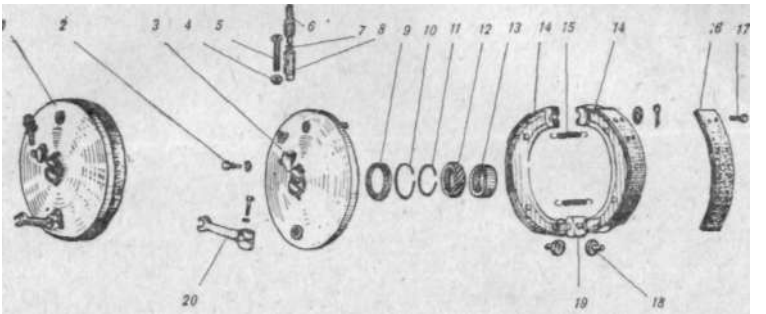
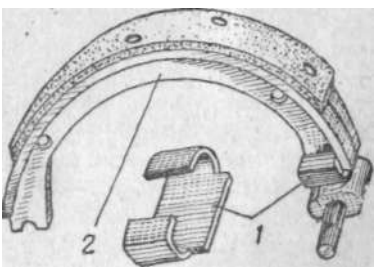

Рис. 131. Крышка тормозного барабана переднего колеса.
Рис. 132. Установка пластин при ремонте тормозных колодок.
При замасливании накладки промыть чистым бензином и зачистить шкуркой. Когда полностью использован запас регулировок тормозов, но накладки имеют допустимый износ, срок их службы можно продлить. Для этого на мотоциклах о литыми колодками достаточно под пяту *18* (рис. 131) подложить регулировочные шайбы из комплекта запчастей, прикладываемого к мотоциклу. На мотоциклах со штампованными колодками надо вырезать стальные полоски толщиной 1 *мм,* размером 42Х18 *ММ* и наложить их на рабочие торцы колодок, соприкасающихся с кулачками; концы полосок подогнуть, как показано на рис. 132. При
(к рис. 131)
2. Отвернуть болт *2* (рис. 131), фиксирующий гибкий вал во втулке *8*.